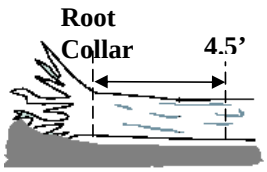

Figure 31. Tree on the ground.
9. Live windthrown tree: Measure from the top of the root collar along the length to 4.5 feet (Figure 31).